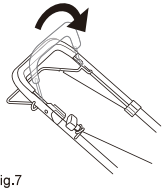

Fig.7
1. Para detener el motor, suelta la barra de control de freno para detener el motor y la cuchilla. (Fig. 7)